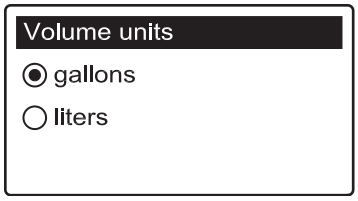

FIG. 40
5. Press the SELECT (○) button to display the Volume units menu (See Figure 40).